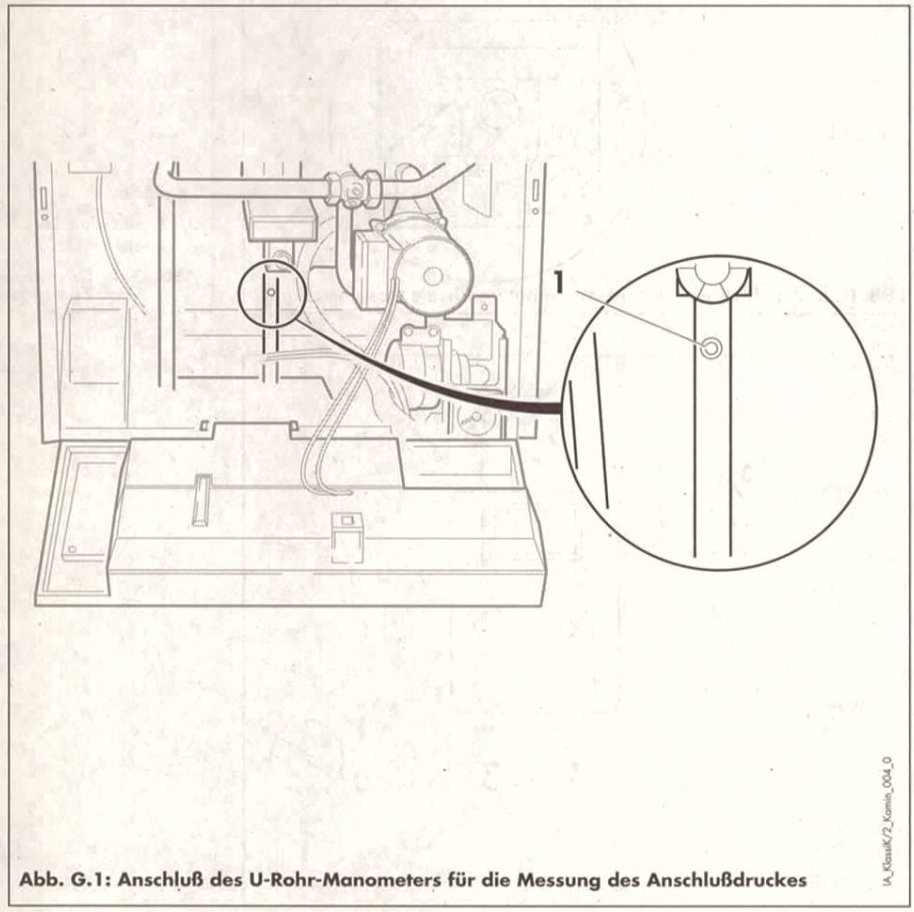

Abb. G.1: Anschluß des U-Rohr-Manometers für die Messung des Anschlußdruckes
- Schließen Sie das U-Rohr-Manometer an den Meßpunkt 1 (Abb. G.1) an. Der Anschlußdruck wird gegen Atmosphäre gemessen.